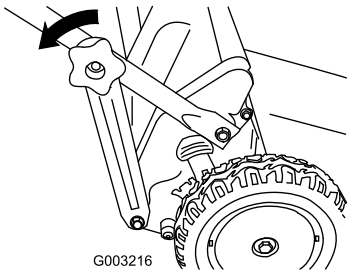

Figura 13
1. Togliete le manopole dalla sezione inferiore della stegola, che attaccano le staffe della stegola alle estremità inferiori della stegola (Figura 13).